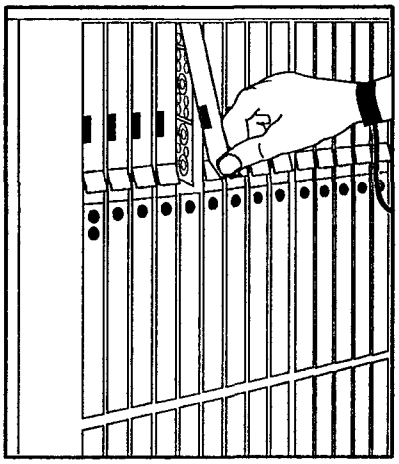

Figure 3-4. Installing Circuit Packs—Step 6
6. Close the latch by slowly pushing down. This seats the circuit pack; see Figure 3-4.